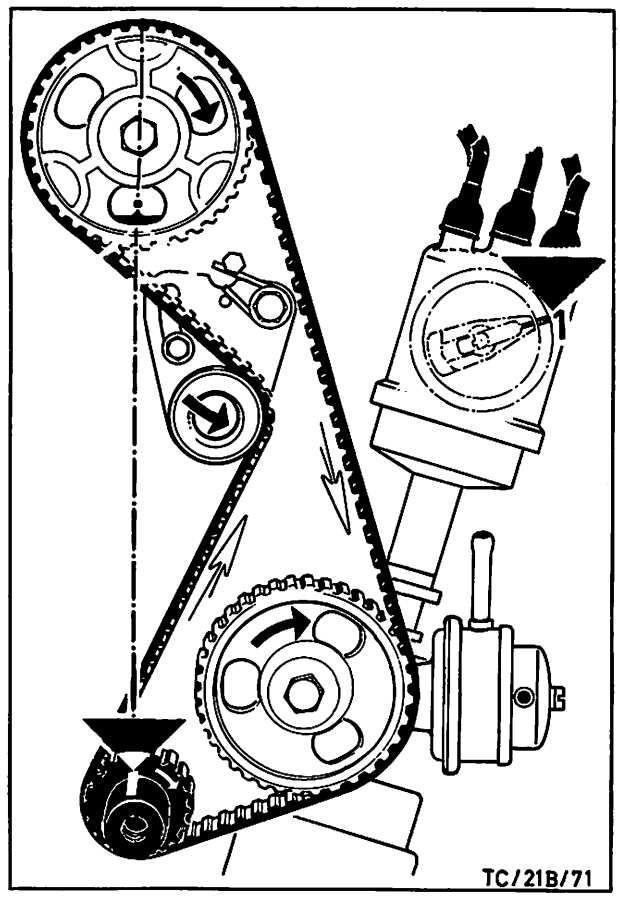

Abb. 283 Kolben des 1. Zylinders auf O.T.-Stellung
5. Überprüfen, ob Nockenwelle, Kurbelwelle und Verteilerfinger auf O.T.-Markierung 1. Zylinder stehen, Abb. 283, Zahnriemen auflegen. Anlaufscheibe und Riemenscheibe-Kurbelwelle aufschieben und mit vorgeschriebenem Drehmoment anziehen.